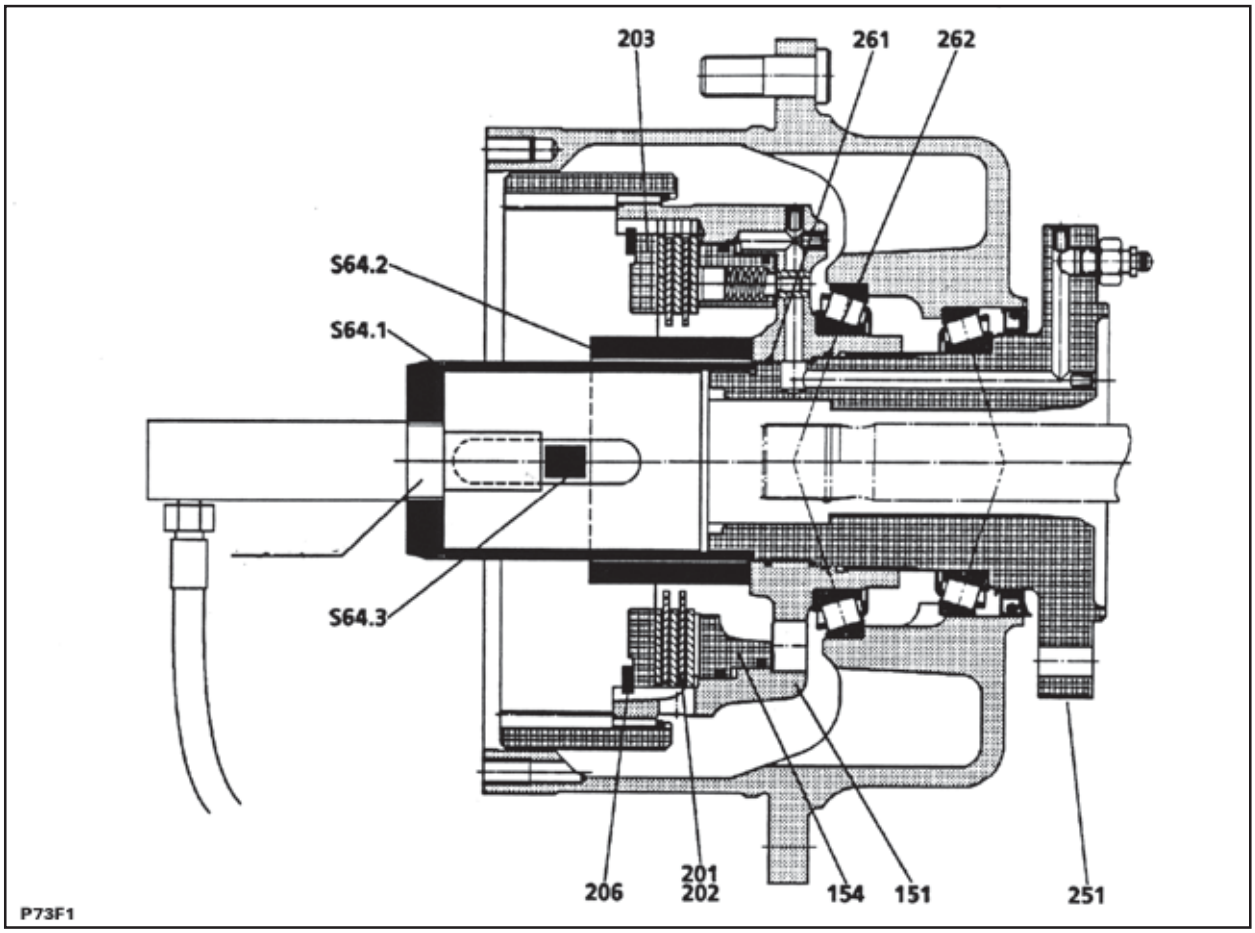

Fig. 7
- Substituir os O-rings (261 + 262, fig. 7) e aplicar um pouco de óleo nos mesmos.
- Parafusar a luva de montagem (S64.1) sobre a ponta de eixo (251) e lubrificar a superfície de deslizamento.
- Deslizar cuidadosamente o porta-engrenagens interno (151) sobre a luva de montagem (S64.1), sobre a ponta de eixo (151). Importante! Os condutos de óleo do sistema do freio hidráulico deverão coincidir.